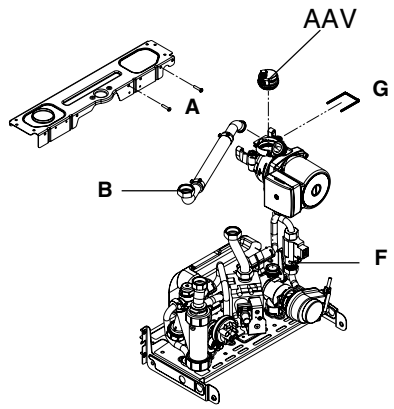

Fig. 15
6.5 PUMP ASSEMBLY fig. 15
- Refer to fig. 15 and remove items A & B
6.6 AUTOMATIC AIR RELEASE VALVE fig. 15 (AAV)